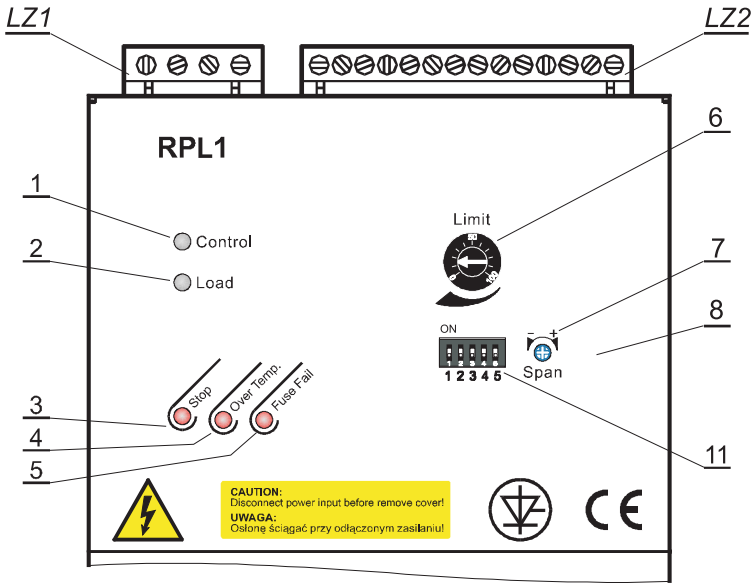

Fig. 4.3 View of the frontal plate
Servicing elements are disposed on the power controller frontal plate (Fig. 4.3.)
a) to *LZ1* and *LZ2* terminal strips (fig.4.3), - leads with cross-section from 0.35 up to 2.5 mm^2